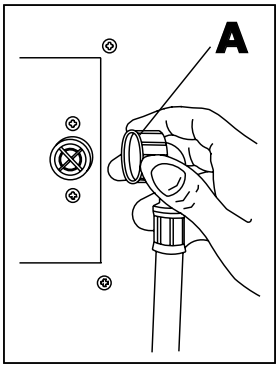

fig. 6
- Collegare al raccordo da G 3/4" del forno il tubo d'alimentazione dell'acqua avvitando il bocchettone (**A** - fig. 6). Interporre nel circuito un apposito filtro meccanico e un rubinetto di intercettazione.